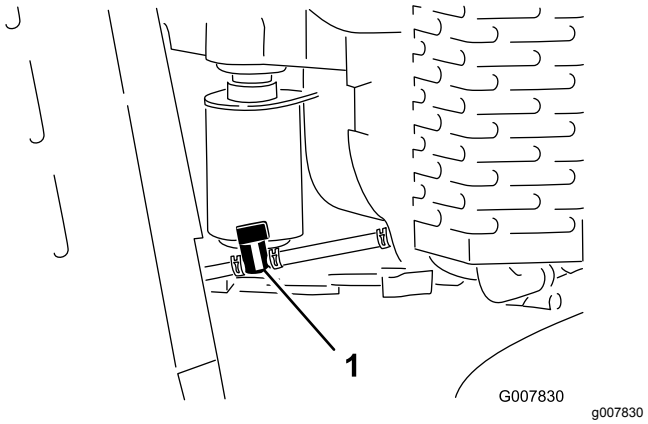

Figuur 40
4. Draai de brandstofafsluitklep dicht (Figuur 40).
5. Knijp de uiteinden van de slangklem aan de motorkant van de brandstofafsluitklep samen en schuif ze op de brandstofleiding, weg van de klep (Figuur 40).
6. Trek de brandstofslang van de klep (Figuur 40).
3. Draai de brandstofafsluitklep dicht (Figuur 40).
7. Open de brandstofafsluitklep (Figuur 40).